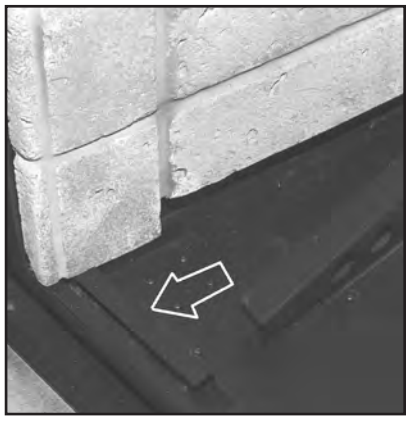

Figure 11: Left Firebox Liner Panel on Front Edge of Firebox.
4. Install the Left Firebox Liner Panel; it sits on the bottom front edge of the firebox (see Figure 11 & 12), a support bracket at the lower rear of the firebox, and is held in by a retainer at the top of the firebox. Adjust the panel retainers as required.